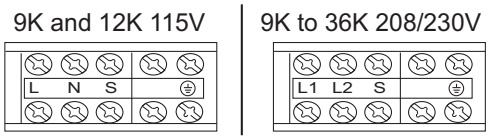

Fig. 12 — Control and Power Wiring on Indoor Unit
8. Connect the wiring from the outdoor unit per the connection diagram (see Fig. 10 and Fig. 12).